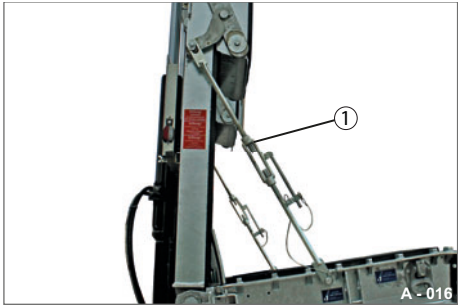

Abb. 15 Spannschloss gesichert
▶ Schließen Sie das Spannschloss (Abb. 15/1).